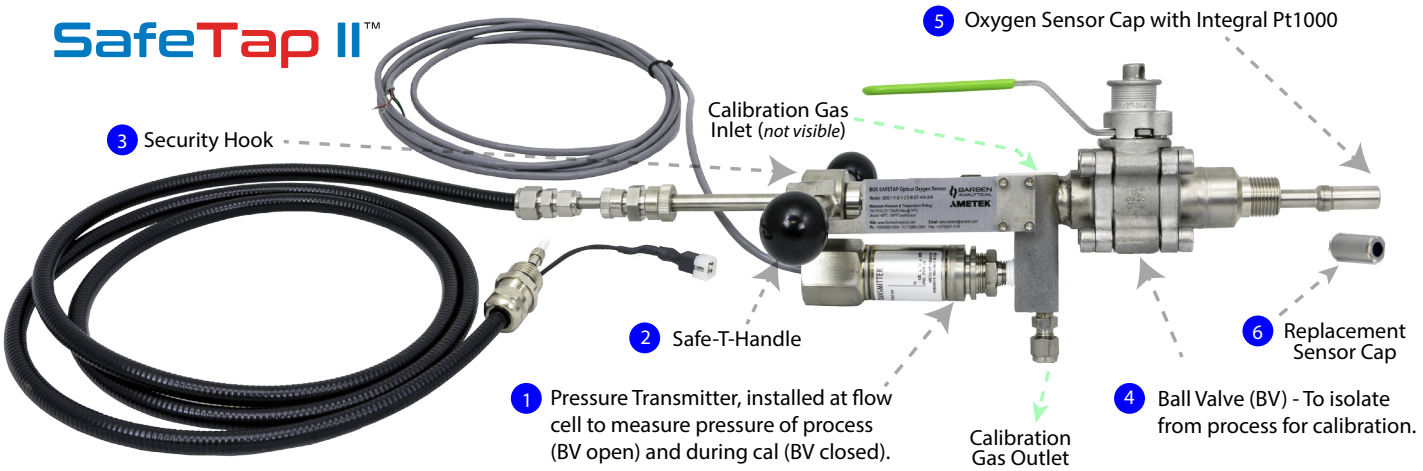

**Figure 1**
Figure 1 above illustrates the SafeTap II assembly with optional pressure transmitter (1) installed on the flow cell for continuous measurement of pressure in the process line and during calibration process for gas phase measurements. The BOS SafeTap II oxygen sensor comes standard with integral Pt100 RTD (5) temperature sensor suitable for Class 1 Div 2, or without using an external RTD for Zone 1. The SafeTap II is rated up to pressures of 750 psig (51.7 Bar). Built in tubing ports are included as part of the welded retraction housing so that purge and complete in situ calibration, in normal process operating conditions, and 450 psig (31.0 Bar) during Insertion and Retraction of the SafeTap II, may be performed without removal of the oxygen sensor.